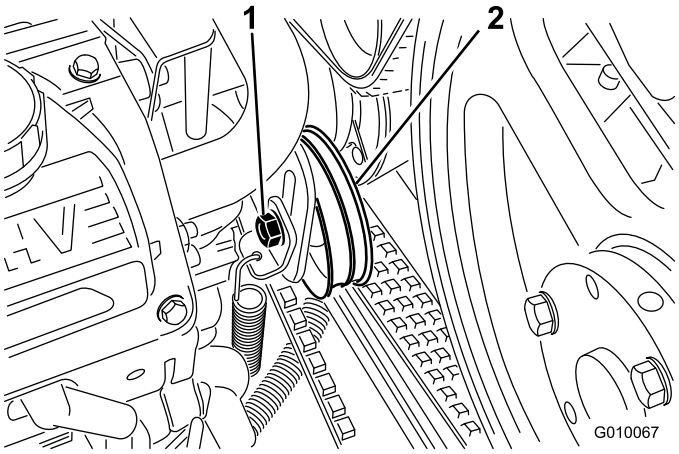

**Figur 57**
3. Løsn bolten i pumperemmens styreremskive præcis så meget, at bevægelse er muligt i dens justeringsrille (Figur 57).